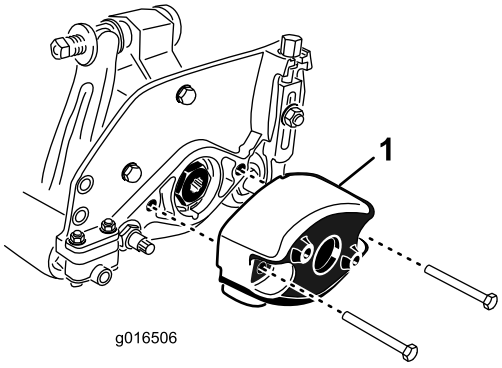

Figur 7
1. Ta bort de två huvudskruvarna som fäster motvikten på klippenhetens högra ände. Avlägsna motvikten (Figur 7).